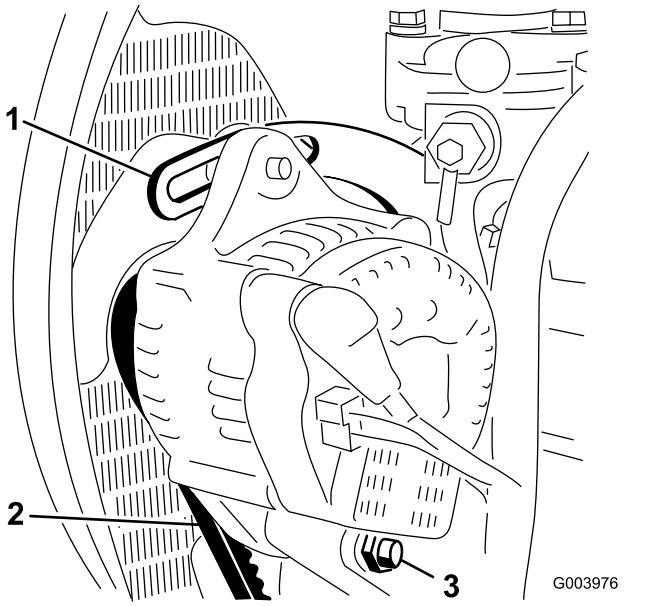

Figur 54
2. Kontroller spenningen ved å trykke ned remmen (Figur 54) midt mellom vekselstrømsgeneratoren og veivakselrullene med en kraft på 10 kg.
4. Løsne skruene som fester avstiveren til motoren (Figur 54), skruen som fester vekselstrømsgeneratoren til avstiveren og svingbolten.